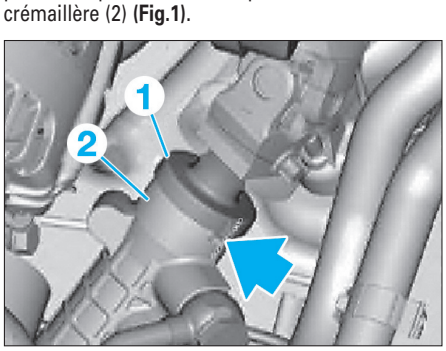

Fig. 1
• Placer la direction en position de ligne droite d'après les repères sur le flasque (1) et le boîtier de crémaillère (2) **(Fig.1)**.